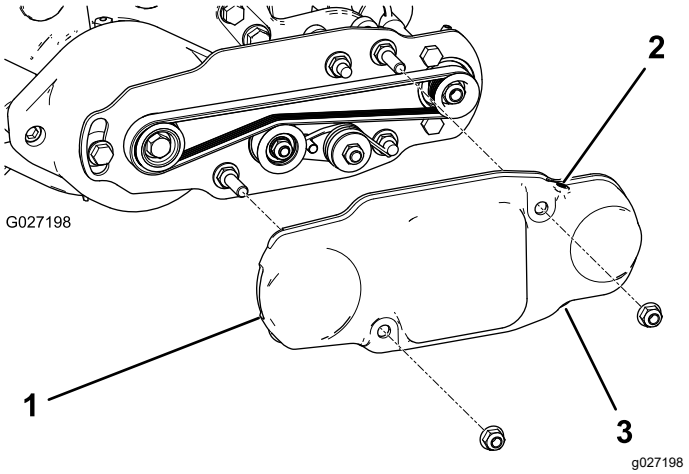

Figura 19
2. Coloque la cubierta de la correa sobre los pernos de montaje y sujétela con 2 tuercas con arandela prensada (Figura 19).